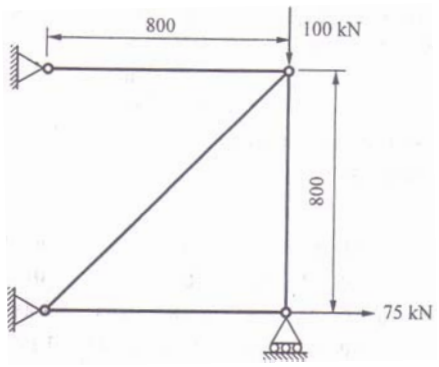

Figure 4
Q.4 (b) A four bar truss is shown in fig. 4. Assuming that for each element, the cross-sectional area is 450mm^2 and modulus of elasticity is 200 Gpa, determine the deflections and stresses in each elements. **07**